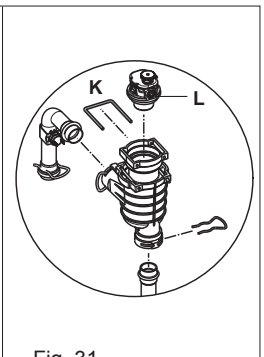

Fig. 31
6.8.1 TOP AUTOMATIC AIR RELEASE VALVE (fig. 31)